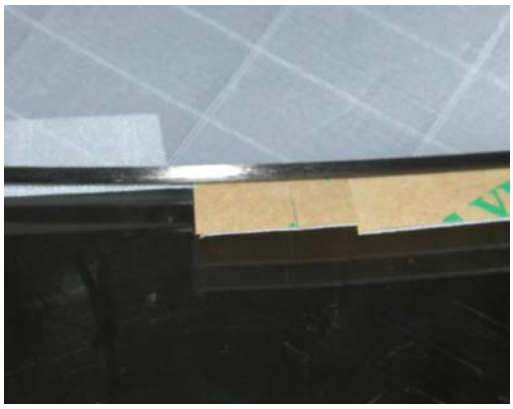

Figure 28: Cut to the spar about 1cm down from the top end of the roll over.
32. About 1cm from the top end of the roll over, cut with scissors from the edge of the tape to the spar. See Figure 28.